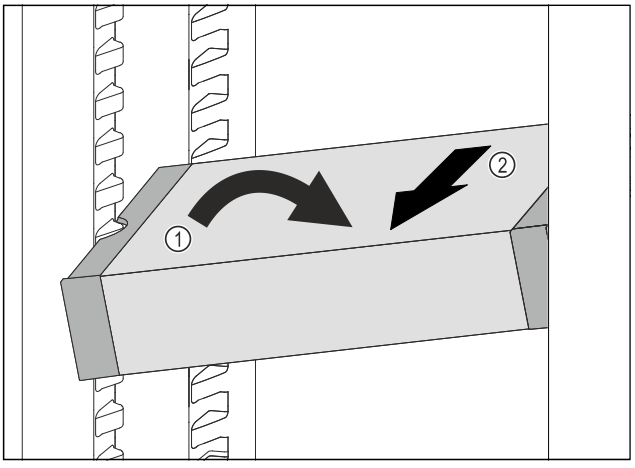

Fig. 216
▶ VarioSafe in het koelgedeelte schuin zetten. *Fig. 216 (1)*
▶ VarioSafe naar voren toe verwijderen. *Fig. 216 (2)*